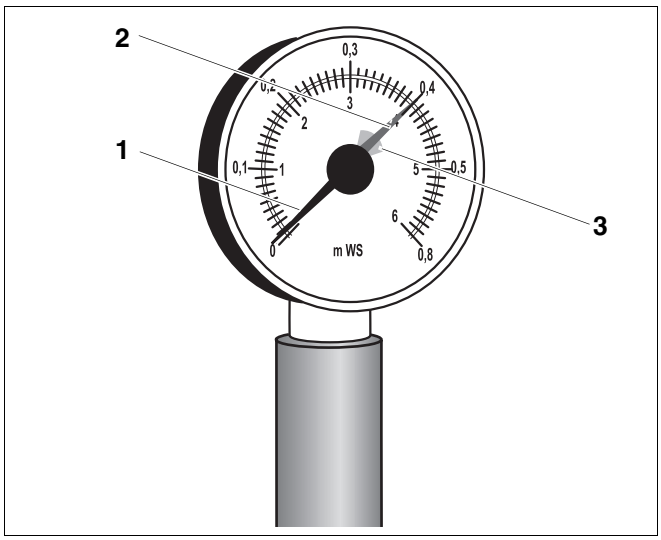

Fig. 4 Hidrómetro para instalaciones abiertas
En las instalaciones abiertas, la aguja del hidrómetro (fig. 4, **pos. 1**) debe encontrarse dentro de la marca roja (fig. 4, **pos. 3**).